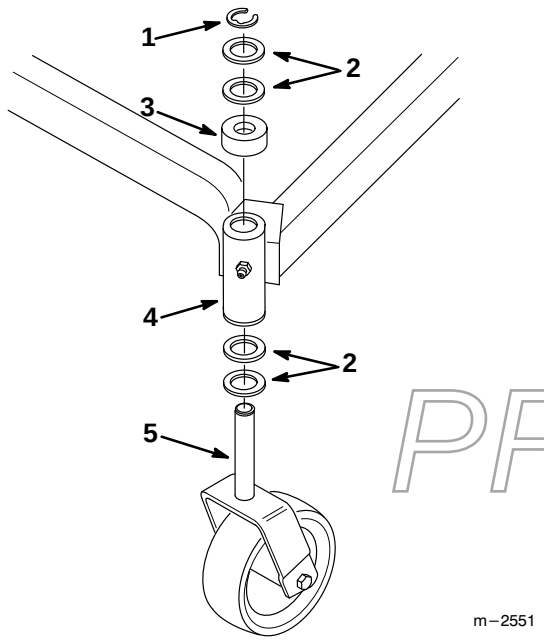

Figure 34
2. Remove the retaining ring and thrust washer(s) from the top of the castor wheel fork (Fig. 34).
3. Pull the castor wheel fork out of the mounting tube, leaving the thrust washer(s) and spacer on the bottom of the fork. Remember the location of the thrust washers and spacer on each fork to ensure correct installation, and to maintain a level deck (Fig. 34).
6. Inspect the castor wheel fork for wear and replace if necessary (Fig. 34).
7. Slide the castor wheel fork through the bushings in the mounting tube. Replace the thrust washer(s) onto the fork and secure with the retaining ring (Fig 34).